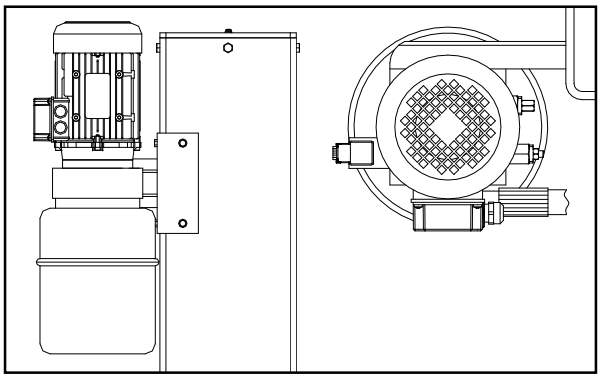

Fig. 33
• Monter la pompe sur la plaque de support conformément à la **fig. 33 et la fixer en bas de la colonne principale.**